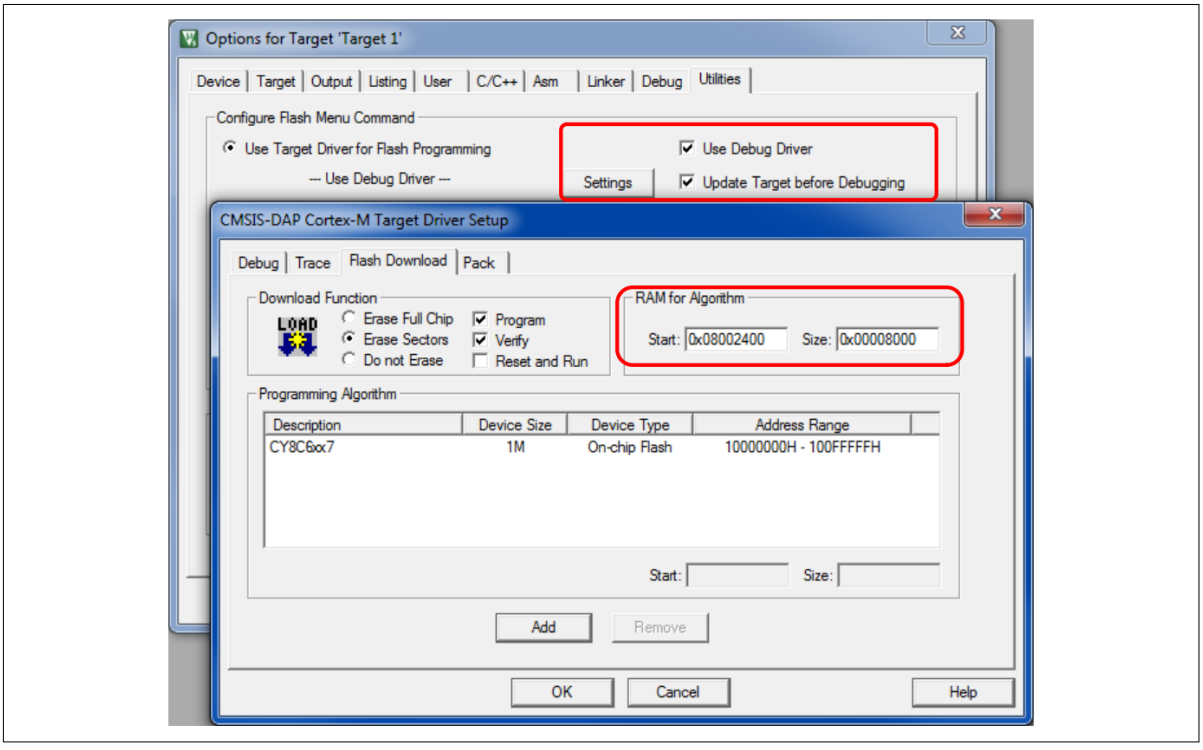

**図 27　　CM4 プロジェクト用ユーティリティオプション**
- 図 27 に示すように、**Options** ダイアログの **Utilities** タブで、**Update Target before Debugging** がチェックされていることを確認してください。示されるようにアルゴリズム値の RAM を設定してください。**Reset and Run** の確認はオプションですが便利です。
プロジェクトを順番にビルドしてください。最初に CM0+プロジェクトをビルドしてください。µVision には、プロセスを自動化するためのバッチビルド機能があることに注意してください。ビルドが正常に完了したら、BlinkyM4 プロジェクトを右クリックして、それをアクティブプロジェクトとして設定してください。次に、(1)フラッシュを消去 (**Flash > Erase**) し、(2)プロジェクトをダウンロード (**Flash > Download**) して正しい動作を確認して、ビルドオプションをテストしてください。Reset and Run を選択しなかった場合 (図 27 参照)、操作を開始するにはキットのリセットボタン (RST / SW1) を押す必要があります。